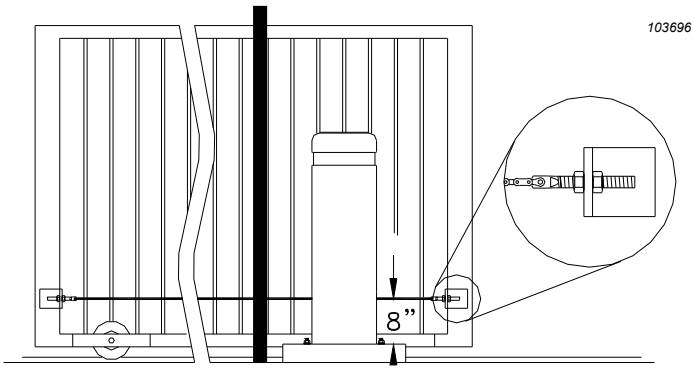

Figure 9: Chain Configuration
2) For loops where the paving material will be installed after the loop is positioned, it is necessary that the loop wires be placed in Schedule 40 PVC pipe to maintain uniform loop spacing with respect to the surface of the pavement. The loop should be placed 1.5 inches below the surface of the pavement and at least 2" above any reinforcing steel The lead in wires need not be in PVC, but must have at least six (6) twists per running foot.
For a saw-cut installation, observe the method recommended in Figure 9 for the corners. When installing a two-loop reversing system it is best to bring the twisted lead wires from each loop to the operator so that the loops may be properly phased. The saw cut must be to a depth of 1.5 inches, clean and with no sharp corners. After placing the wires, it is essential that the wires be held tightly in place by the foam backing and that no voids exist that can collect water which might freeze and push the loop wires out of the slot. The sealant used should match the paving material and should not be hard setting. The lead in wires must have at least six (6) twists per foot.
The chain brackets provided with the RSX1000 operator should be mounted on the the gate with the centerline of the slot 8" above the top of the operator pad. You will normally require a welder or an electric drill with a 3/8” bit to attach the chain bracket to the gate. See Figures 9 and 10.